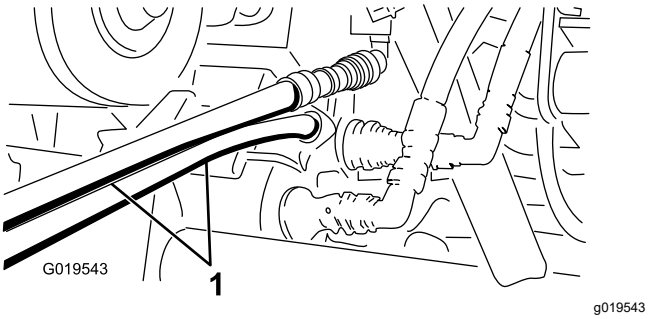

Figura 75
5. Na outra máquina, ligue as duas mangueiras ao acoplador que ainda se encontra no suporte de acoplamento (ligue a mangueira superior ao acoplador superior e a mangueira inferior ao acoplador inferior) (Figura 75).